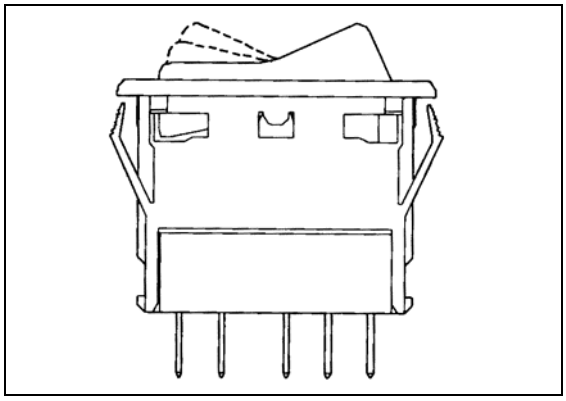

FIGURE 61: SWITCH 06321
4. Lift the hinged cover and replace the two retaining screws (Fig. 61).